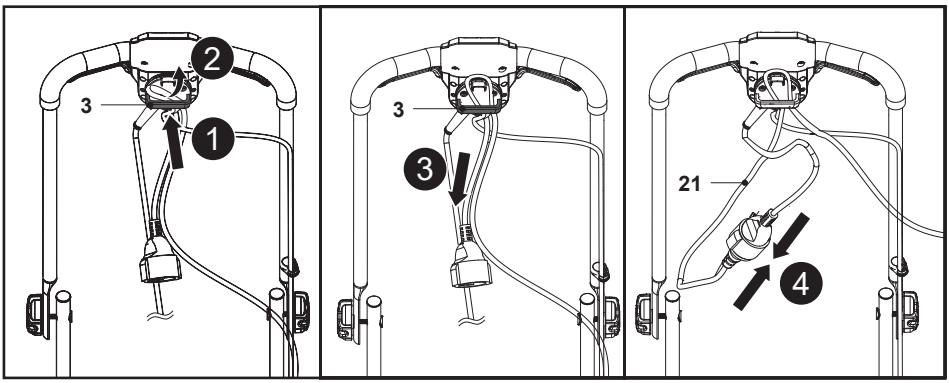

Fig. 8
1. Îndoaie înapoi cablul prelungitor la aproximativ 30 cm de capăt și introdu bucla prin gaura suportului de cablu (3), apoi prinde bucla peste cârlig (fig. 8, pașii 1 și 2).
2. Trage cablul prelungitor peste suportul de cablu (3) și trage ușor de el pentru a te asigura că este bine fixat (fig. 8, pasul 3).
3. Conectează cablul de alimentare (21) la priza cablului prelungitor (fig. 8, pasul 4).